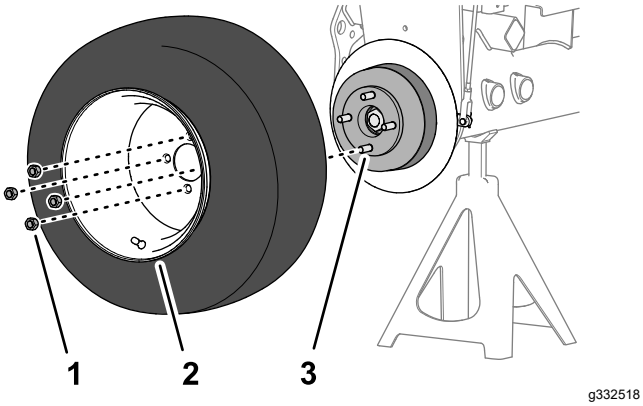

**Figuur 63**
1. Verwijder de 4 wielmoeren waarmee het voorwiel aan de naaf bevestigd is en verwijder het wiel (Figuur 63).